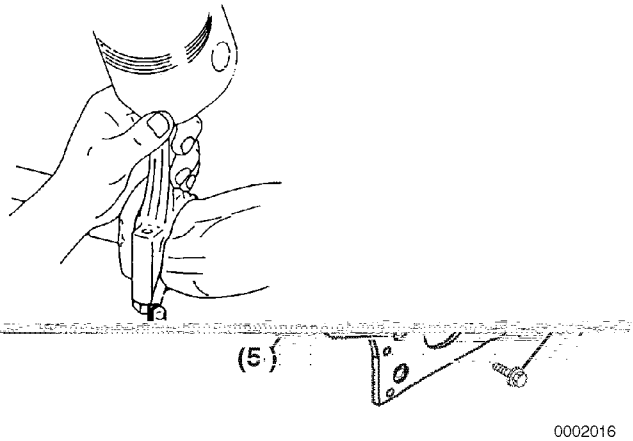

Figure 6-99
6. **TNV84 - TNV88:** Remove the O-ring **(Figure 6-99, (2))** and dowels **(Figure 6-99, (5))**.